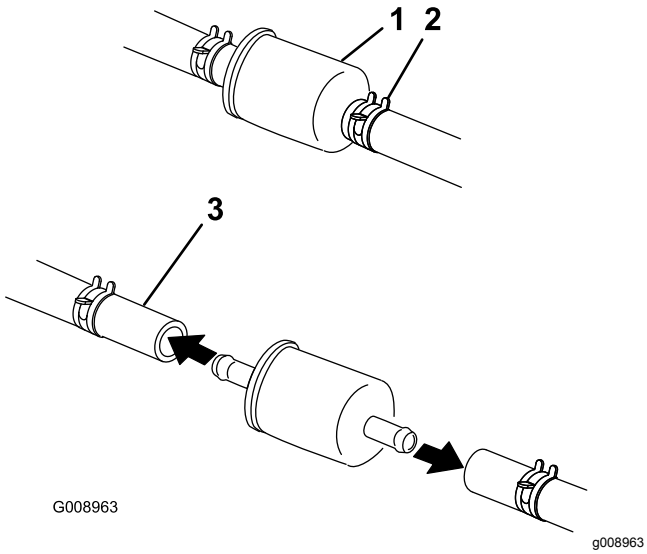

**Figur 50**
5. Luk brændstofafbryderventilen under sædet (Figur 50).
6. Klem slangeklemmernes ender sammen, og skub dem væk fra filteret (Figur 50).
8. Monter et nyt filter, og flyt slangeklemmerne hen til filteret (Figur 50).